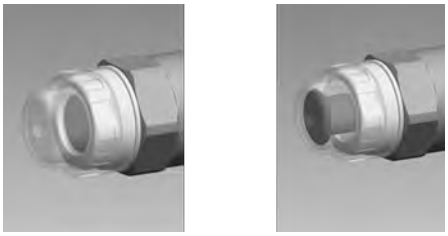

Рис. 10: Оптический датчик разрыва мембраны, не сработавший и сработавший
В **оптических** датчиках разрыва мембраны при разрыве мембраны опущенный красный цилиндр (6) под прозрачной крышкой (7) выдвигается вперед так, что его отчетливо видно - см. Рис. 10.